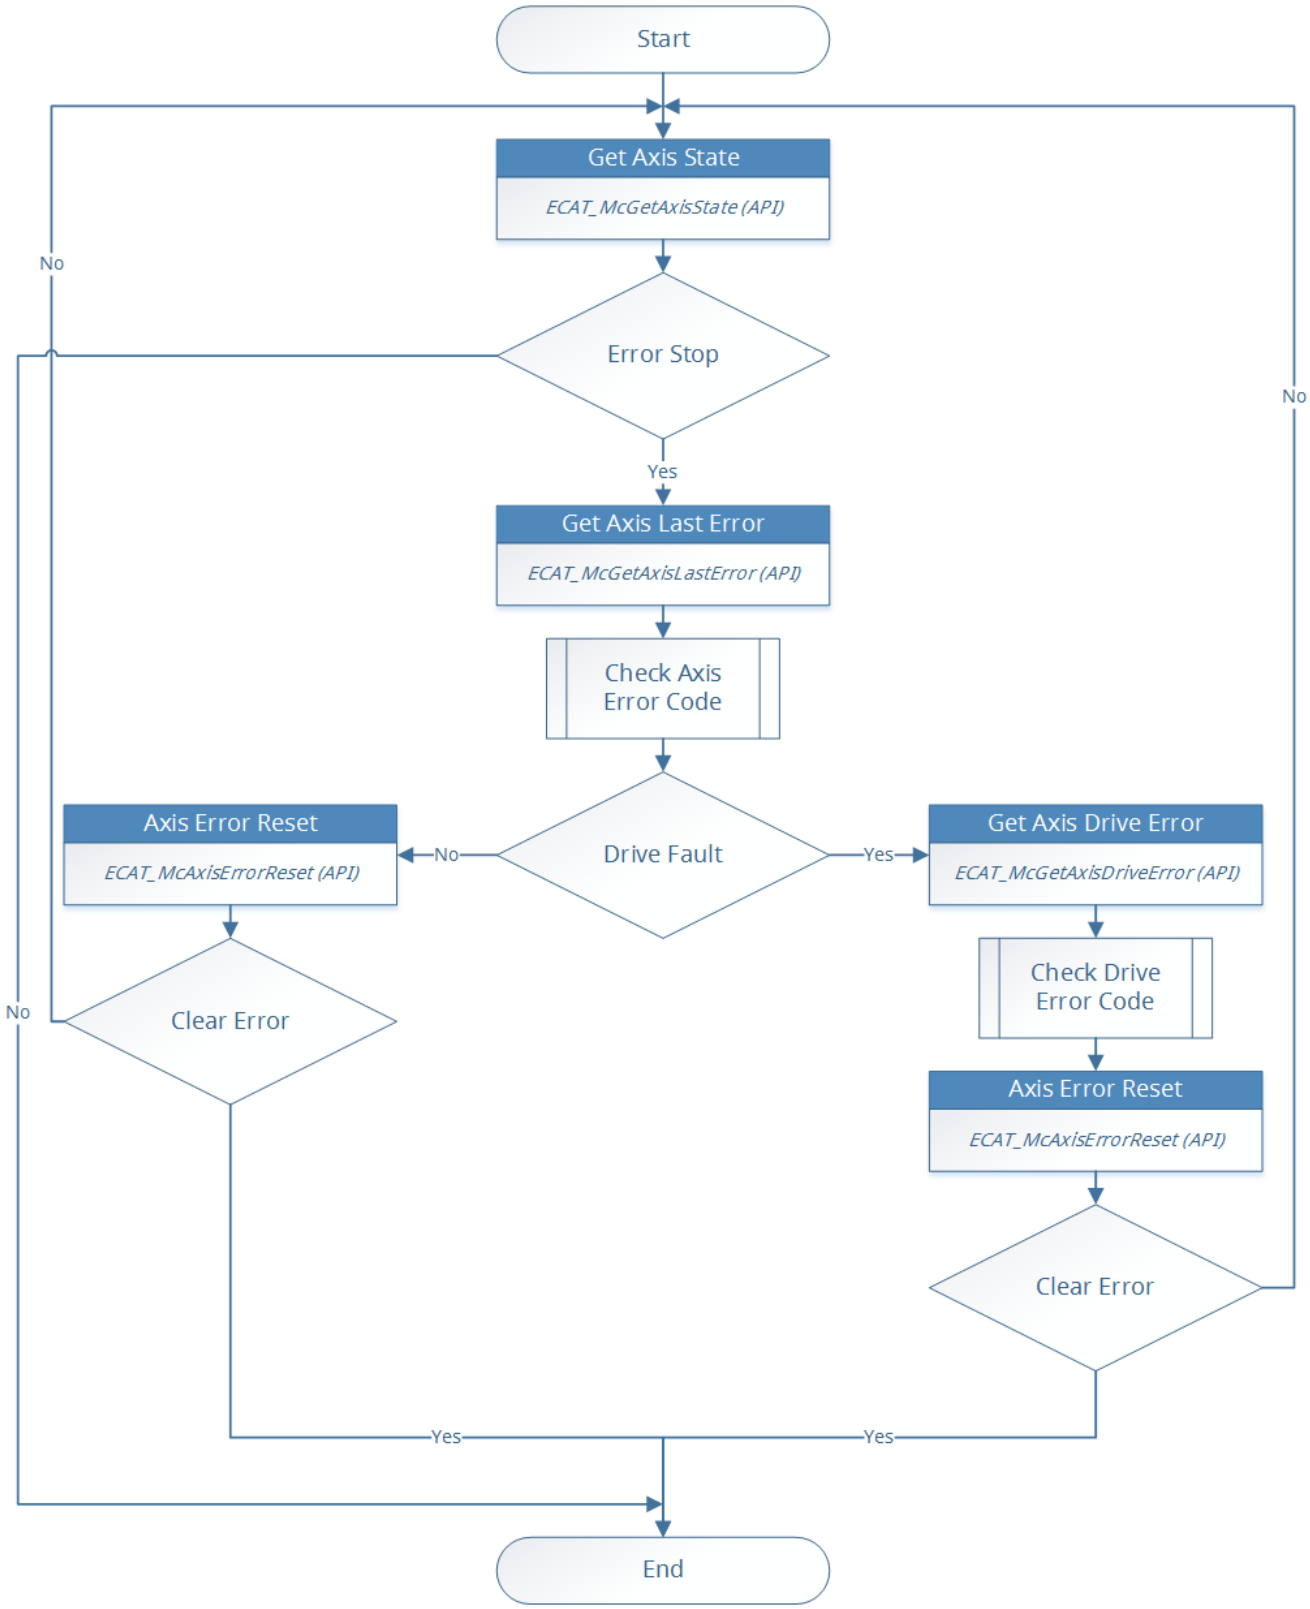

Figrue 4-6
As show in Figrue 4-6, when the axis state is ErrorStop, *McGetAxisLastError* function can be used to get the error code. From the error code, the cause of error can be determined. The error handling includes two parts: (1) If the error is not a drive error, the user can call *McAxisErrorReset* to clear the error. The axis state will be changed from ErrorStop to Standstill. (2) If the error comes from a driver, *McGetAxisDriveError* function can be called to get the drive's error code, and then call *McAxisErrorReset* to clear its error, Some drive errors can be cleared by the reset command; but some do not. If the reset command does not change the axis state back to Standstill, please restart the drive to clear the its error.